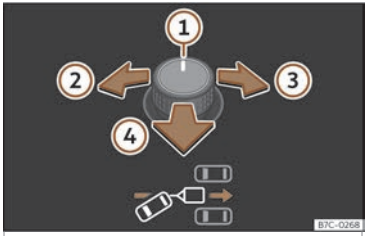
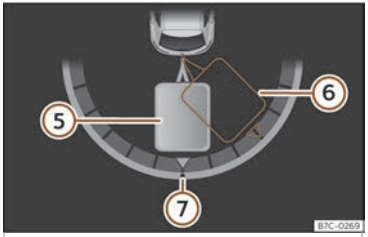

Fig. 187 Comandament giratori dels retrovisors exteriors:ajustar l'angle del remolc.
Fig. 188 Pantalla del quadre d'instruments:fer marxa enrere.
Llegenda de la **fig. 187**,››› **fig. 188** :
- Basculeu el comandament giratori fins arribar a la direcció desitjada››› **fig. 187** . A la pantalla del quadre d'instruments apareix a manera d'orientació una representació del conjunt vehicle tractor i remolc en la posició actual››› **fig. 188** .